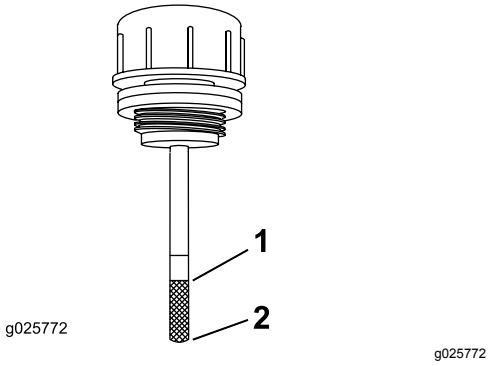

Figura 68
6. Limpe a zona em torno da vareta do reservatório do sistema hidráulico (Figura 68).
7. Retire a vareta do reservatório hidráulico (Figura 68).
9. Retire a vareta do óleo e verifique a extremidade (Figura 68). Se o nível de fluido estiver na marca para adicionar, despeje lentamente apenas o fluido suficiente no reservatório hidráulico para fazer subir o nível para a linha de cheio.